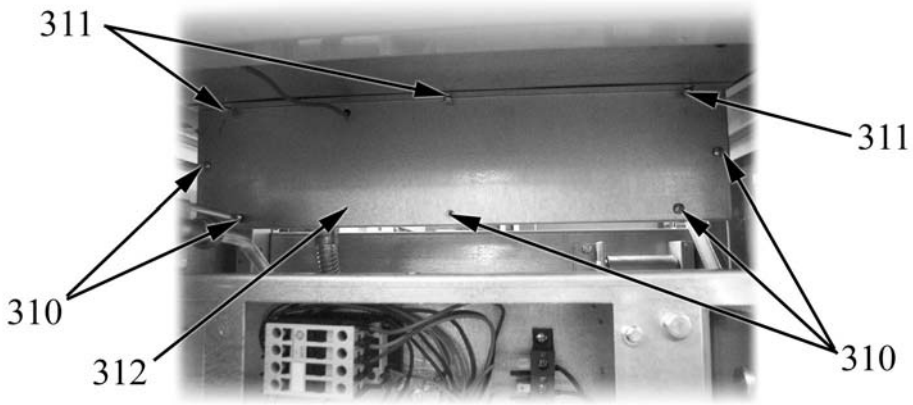

Fig. 32
- with the pan fully lowered, unscrew the screws shown as item 310 in Fig. 32;
- unscrew the bolts shown as item 311 in Fig. 32;
- remove the front protective plate (item 312 in Fig. 32);